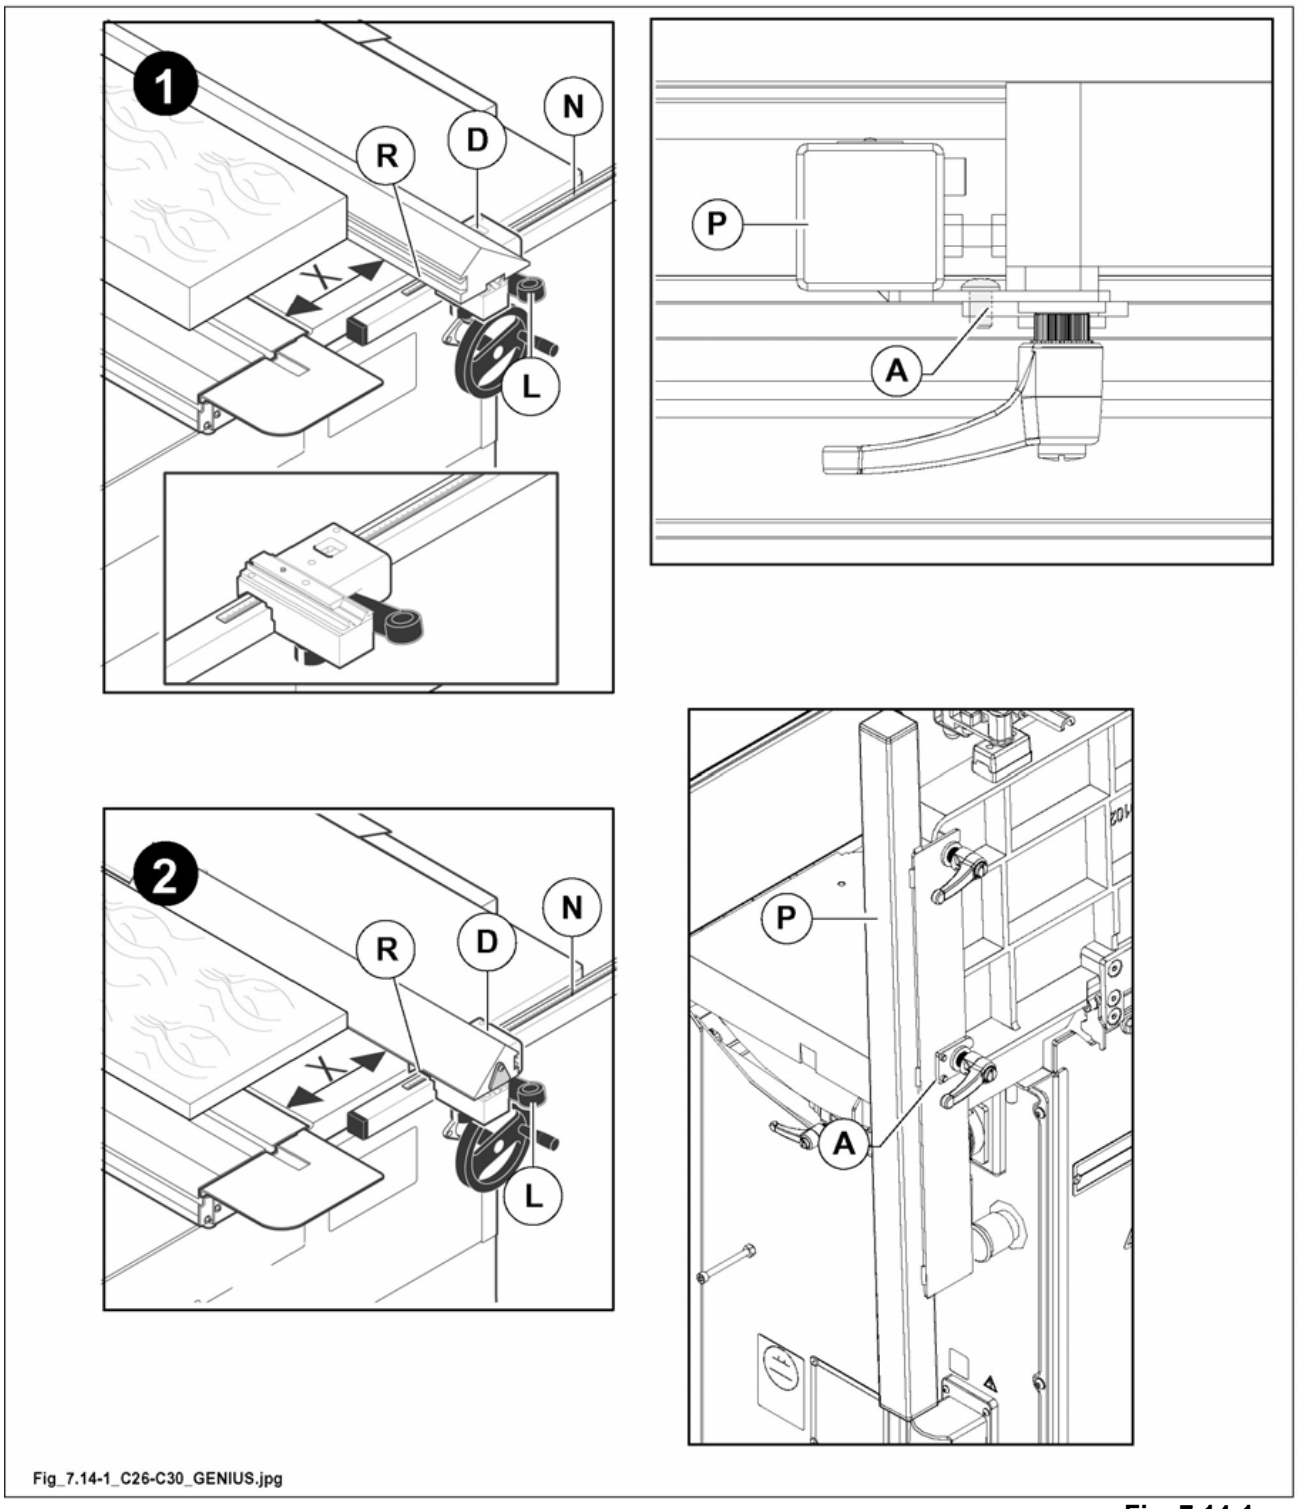

Fig. 7.14-1
2) Unlock the fence for parallel cuts (D fig. 7.14-1) by means of handle (L fig. 7.14-1) and move it in order to read a value (e.g. X=200 mm) between the edge (R fig. 7.14-1) turned to the blade and millimeter rule (N fig. 7.14-1).
4) If necessary, adjust the position by loosening the fastening screws (A fig. 7.14-1) and repositioning the tubular section (P fig. 7.14-1) in order to read the same value previously measured on the edge (R fig. 7.14-1) of fence.
5) Lock the fence unit with handle (L fig. 7.14-1).